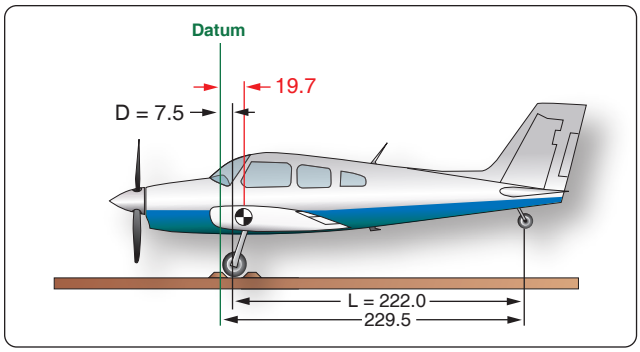

Figure 6-31. *The datum of this tail wheel airplane is the wing root leading edge.*
The distance (D) between the datum of the airplane in *Figure 6-31* and the main-gear weighing points is 7.5", the weight of the tail wheel (R) is 67 lb, and the distance (L) between the main-wheel and the tail wheel weighing points is 222". The total weight of the airplane (W) is 1,218 lb. Determine the CG by using this formula: